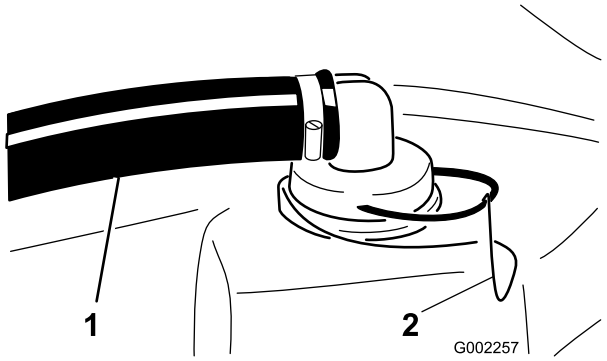

Bild 63
2. Nehmen Sie die Halterung vom roten Anschlussstück ab, an das der dicke Schlauch oben am Behälter angeschlossen ist (Bild 63).
3. Schließen Sie den Schlauch vom Behälter ab (Bild 63).